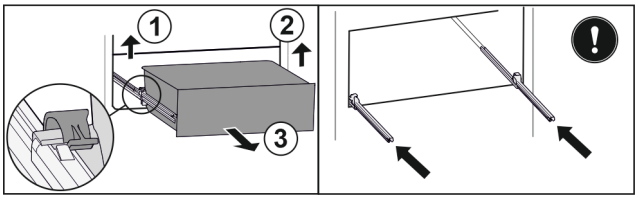

Fig. 142
▶ Lift left clamp and simultaneously pull drawer forwards on the left. *Fig. 142 (1)*
▶ Lift right clamp and simultaneously pull drawer forwards on the right. *Fig. 142 (2)*
▶ Remove drawer to the front. *Fig. 142 (3)*